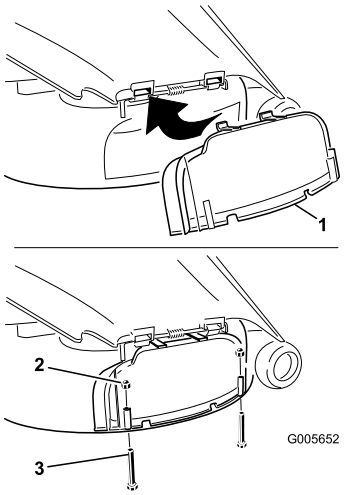

Figura 24
3. Sollevate il deflettore d'erba e fate scorrere le linguette sopra il coperchio dello scarico sotto l'asta di ritenuta del deflettore d'erba. Ruotate il coperchio dello scarico verso il basso sull'apertura e sul bordo inferiore del tosaerba (Figura 24).
4. Fissate il coperchio dello scarico sul bordo inferiore del tosaerba con due bulloni (1/4 x 2-1/2 pollici) e due dadi (1/4 pollice) come indicato nella Figura 24.